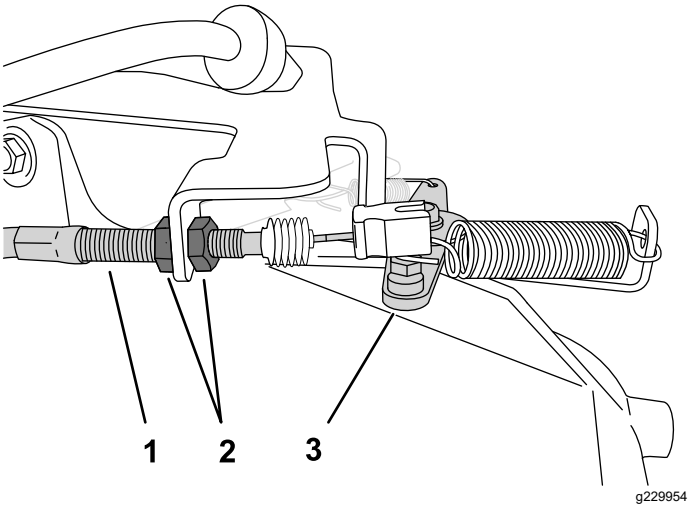

Figuur 41
2. Draai aan de behuizing van de gaskabel de voorste contramoer losser en de achterste contramoer vaster om het toerental in laag stationair te verhogen (Figuur 41).